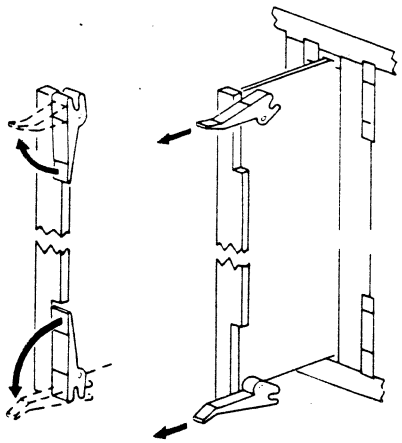

Figure 6-7. Removal of Logic Cards
b. Grasp the card extractors (black tabs) (Figure 6-7) on each card and pivot them out until the card is free from its mating connector.